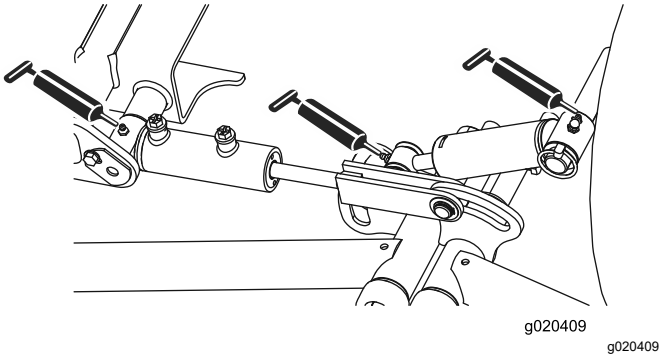

Figur 46
- Forreste løftearms drejetapper og løftecylindere (3 hver). Se Figur 46.